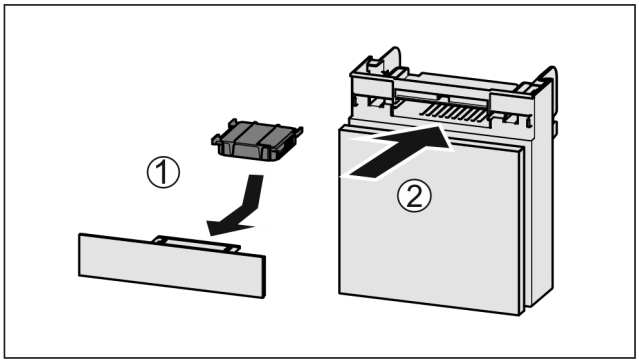

Fig. 208
▶ Insert the carbon filter as shown in the diagram *Fig. 208 (1)*.
▶ Push the compartment in *Fig. 208 (2)*.